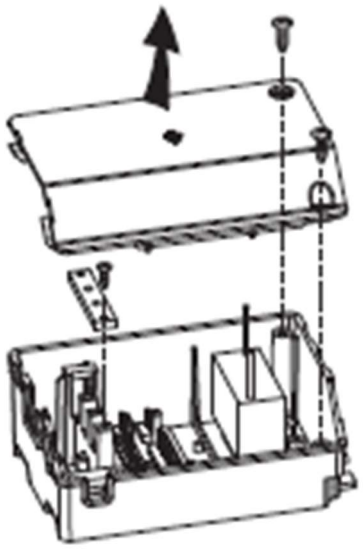

Рис.1
2. Найдите распределительную коробку, открутите винты на крышке распределительной коробки, затем снимите крышку распределительной коробки (рис. 1)
1. Не устанавливайте вытяжку в помещениях с большим количеством окон и дверей; это отрицательно влияет на эффективность работы из-за воздушной конвекции (Рис. 1).